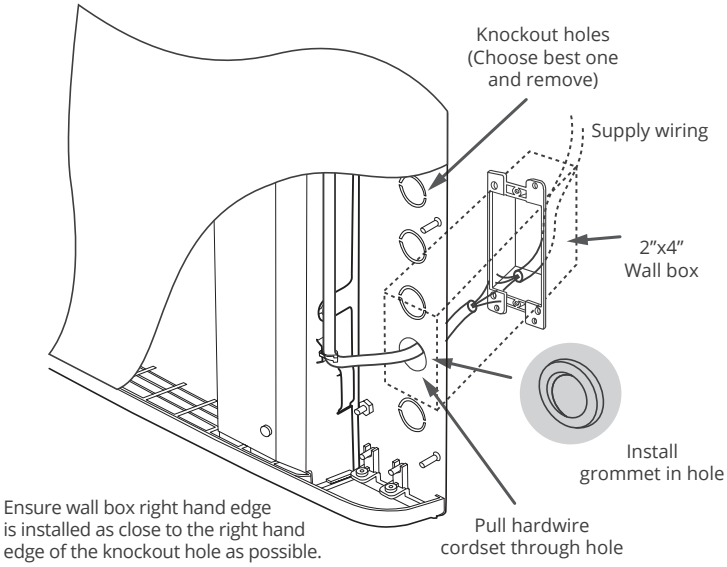

Fig. 9
1. Determine the best wall mounting location of the Envi Heater in a room. If the proper electrical wiring and wall box already exists at a suitable height on the wall, then choose a suitable knock-out hole on the back of the heater (5 holes to choose from) and position the heater on the wall so that the knockout hole lines up with the electrical wall box. Refer to Fig. 9 for more details.
3 Remove the Envi Heater from the wall to prep for the hardwiring steps. Pull the cordset through the knockout hole using pliers and install the supplied protection grommet. Strip wires to expose 5/8" of copper on all 3 of the cordset wires (see Fig. 9).